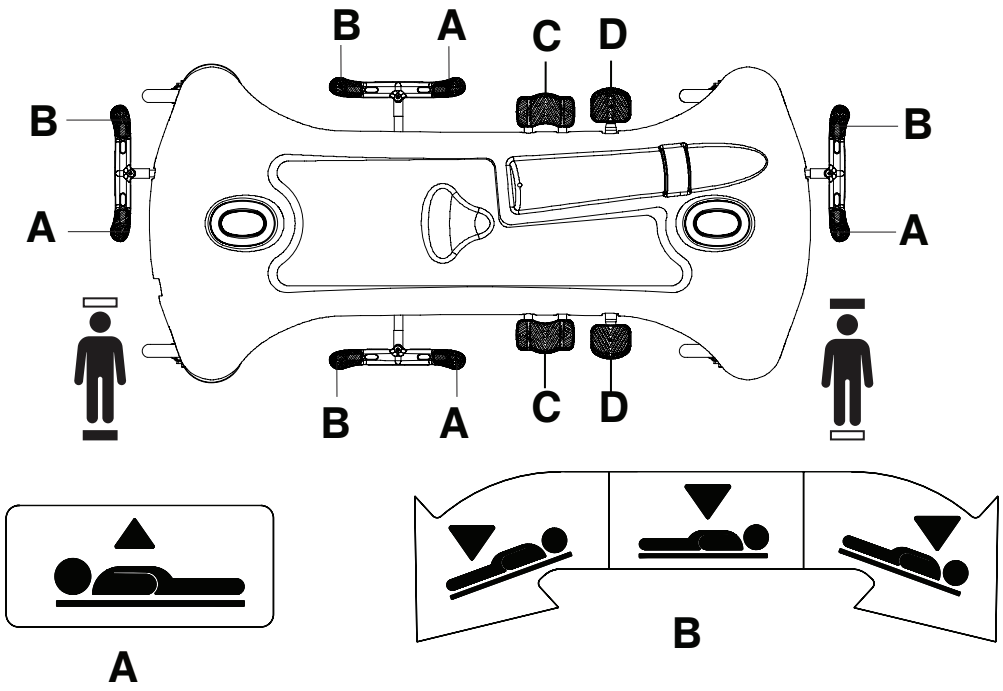

Figure 3 – Élévation ou abaissement du plan de couchage
Pour élever le plan de couchage, actionner la pédale de la pompe (D) jusqu'à obtention de la hauteur voulue (Figure 3).
Pour mettre le produit en déclive (tête en bas), élever le plan de couchage à la hauteur maximum (Figure 3).
Pour mettre le produit en proclive (pieds en bas), élever le plan de couchage à la hauteur maximum (Figure 3)